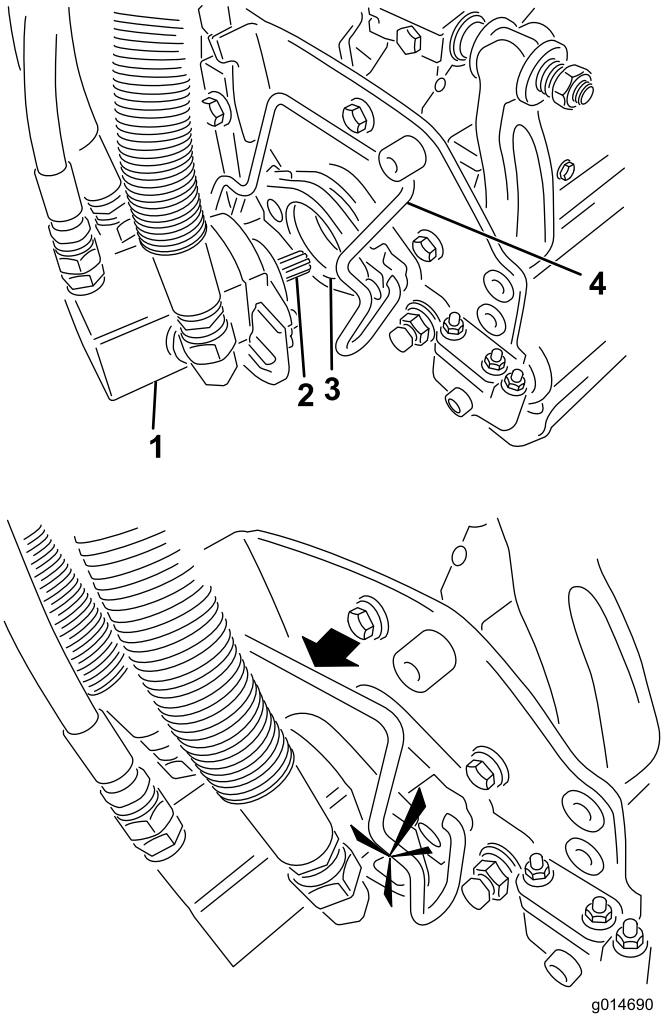

Figur 14
7. Kom rent smørefedt på notakslen på klippeenhedens motor (Figur 14).
8. Sæt motoren ind i klippeenhedens venstre side (set fra førersædet) og træk motorens holdestang på klippeenheden i motorens retning, indtil du hører et "klik" fra begge sider af motoren (Figur 14).